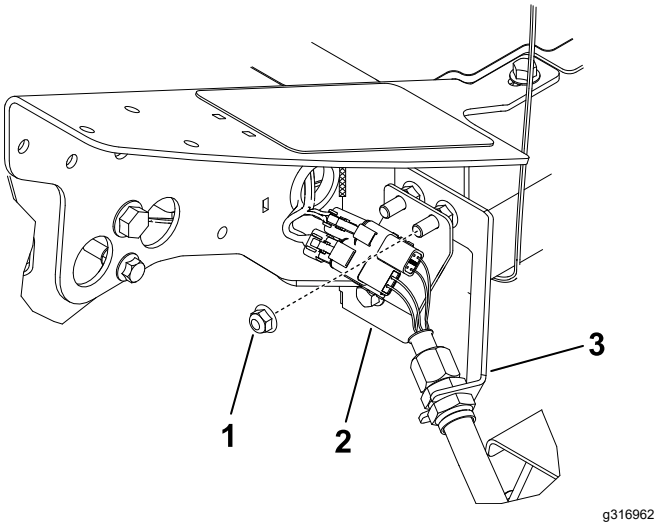

**Figuur 24**
1. Verwijder aan de linkervoorhoek van het frame (maaideklocatie nr. 4) de extra flensmoer op de bout waarmee de tussenschotbeugel aan de machine is bevestigd (Figuur 24).